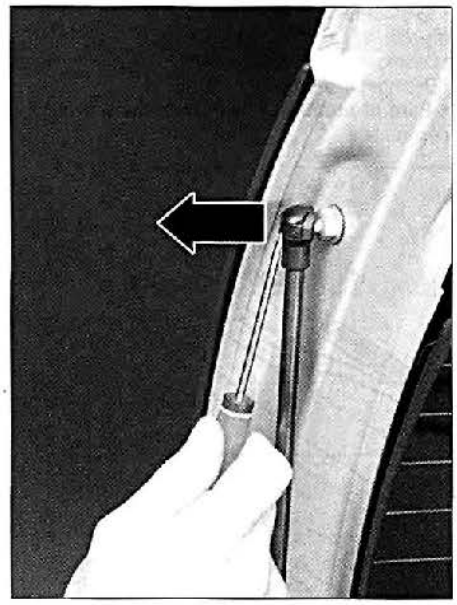

FIG. 68
- Desmontar las fijaciones de cilindro hidráulico (fig. 68).